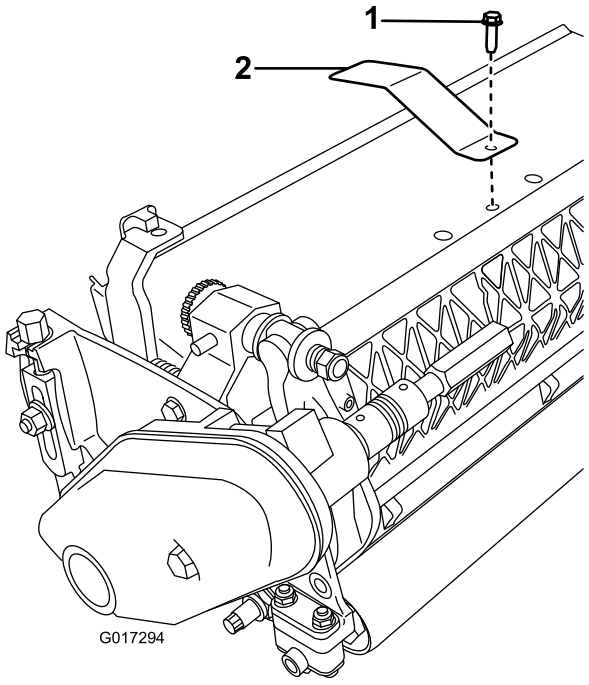

Rysunek 4
1. Odkręć śrubę środkowej osłony trawy (Rysunek 4).
2. Zamontuj płytkę stykową w górnej części zespołu tnącego, używając wcześniej odkręconej śruby (Rysunek 4).